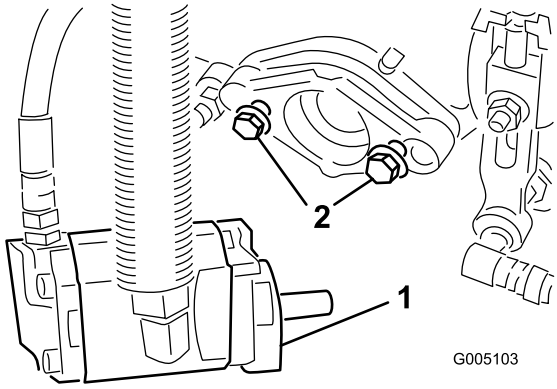

Figur 10
6. Kontroller, at ca. 13 mm af gevindet er blotlagt på hver monteringsbolt på knivcylinderens drivmotor (Figur 10).
9. Tilspænd monteringsboltene (Figur 10).